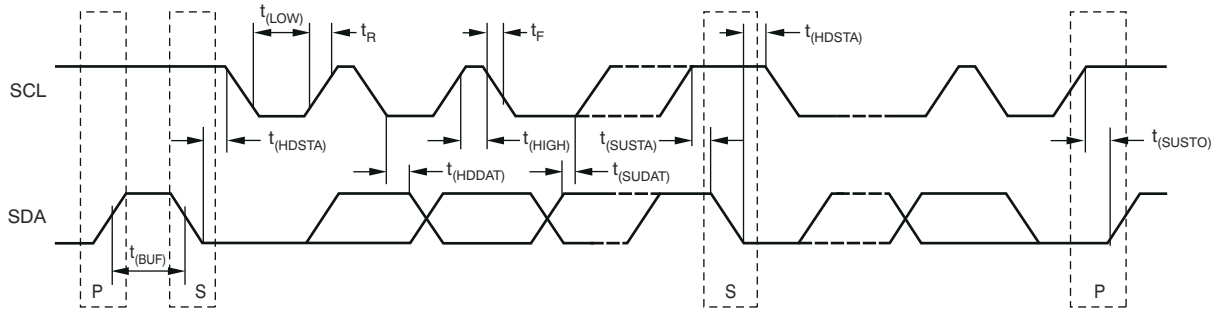

图 6-1. Two-Wire Timing Diagram
(1) Tested with less than 5-Ω effective series resistance and 100-pF differential input capacitance.
6.6 Timing Characteristics for 图 6-1